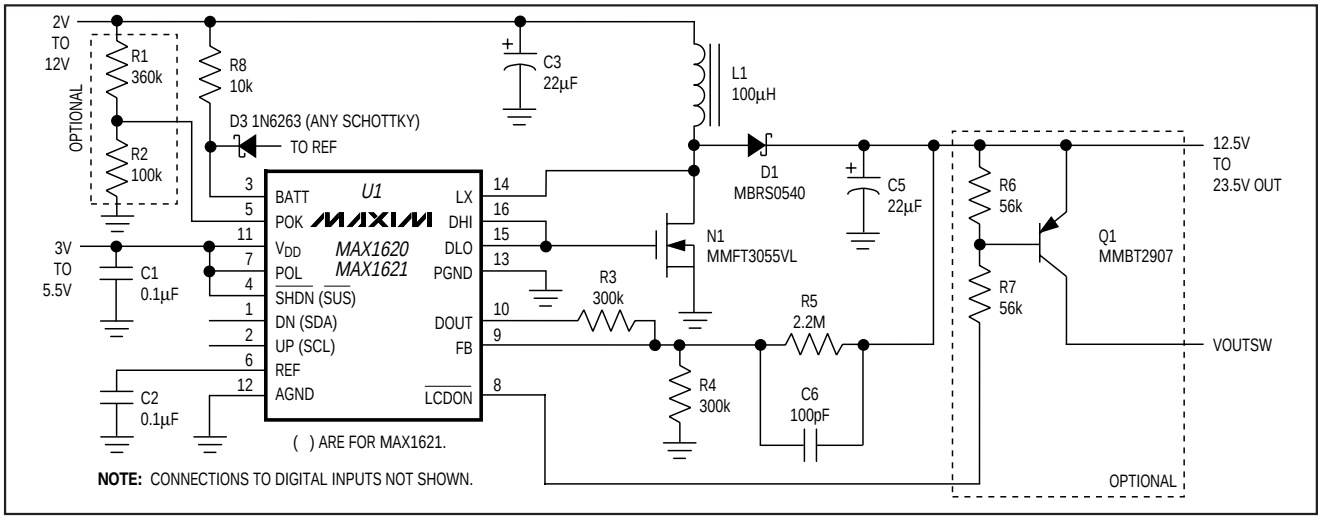

Figure 4. Typical Operating Circuit—Positive Output
To select a positive output voltage, tie the polarity pin (POL) to V_{DD} and use the typical boost topology shown in Figure 4. FB regulation voltage is 1.5V. For optimum stability, V_{OUT} should be greater than 1.1 (V_{BATT}).
To prevent uncontrolled boosting when the output is disconnected, the feedback resistors must sense the boosted voltage rather than the output of the $\overline{LCDON}$ switch (Figure 4).
Separate voltage sources can supply the inductor (L1) and the IC (V_{DD}). This allows operation from low-voltage batteries as well as high-voltage sources because chip bias (150µA) is provided by a logic supply (3V to 5.5V) while output power is sourced directly from the battery to L1. Conversely, L1 and V_{DD} can also be supplied from one supply if it remains with V_{DD}'s operating limits (3V to 5.5V). If L1 and V_{DD} are fed from the same voltage, D3 and R8 (Figures 4, 5, 6, and 10) can be omitted, and BATT may be connected directly to V_{DD}.
The minimum output voltage is set with a resistor-divider (R4-R5, Figure 4) from V_{OUT} to AGND. The FB threshold voltage is 1.5V. Choose R4 to be 300kΩ so that the current in the divider is about 5µA. Determine R5 as follows:
The DAC is adjustable from 0V to 1.5V in 32 steps, and 1LSB = 1.5V / 31. DAC adjustment of V_{OUT} is provided by adding R3 to the divider circuit (Figure 4). Be sure that $V_{OUT,MAX}$ does not exceed the LCD panel rating.
3) As an input sensing output cutoff for positive outputs. Connect POK to a voltage divider to sense the input voltage. The output is switched on only when the input reaches the set level (Figure 4).
To control the open-drain output $\overline{LCDON}$ by sensing the input voltage, connect a resistor-divider (R1-R2, Figure 4) from V_{BATT} to POK. Choose R2 = 100k. For example, if the minimum battery voltage is 5.3V, determine R1 as follows: